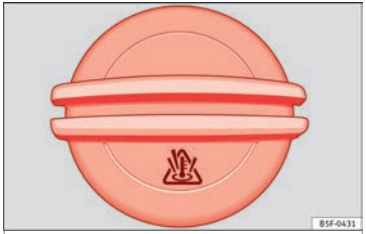

Fig. 246 In the engine compartment: Coolant expansion tank cap
- The coolant expansion tank is easily recognisable because of the symbol on the cap ››› Fig. 246.